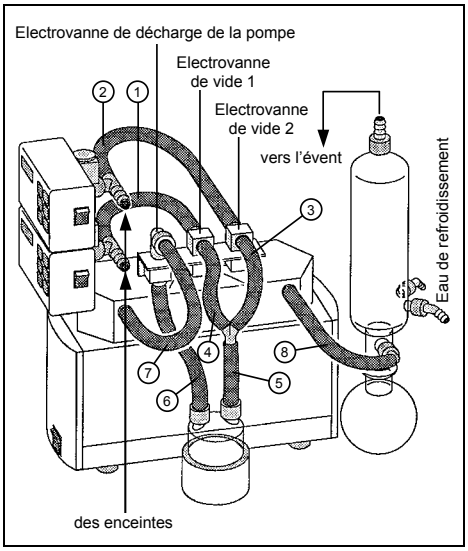

Fig. 13 : Raccordement système SCC… (pompes à deux têtes)
❺ Serrer la vis à 6 pans creux au pied du support, qui se trouve dans la rainure de la plaque de base.
❻ Raccordement des pompes à deux têtes suivant la figure 13. Pour le raccordement des pompes à une tête, ou en version Aluminium (reconnaissable à la lettre « A » de la référence), prière de contacter KNF. Choisir les matériaux des tuyaux en fonction des gaz véhiculés.
⓬ Raccordement des pompes à deux têtes suivant la figure 13. Pour le raccordement des pompes à une tête, ou en version Aluminium (reconnaissable à la lettre « A » de la référence), prière de contacter KNF. Choisir les matériaux des tuyaux en fonction des gaz véhiculés.